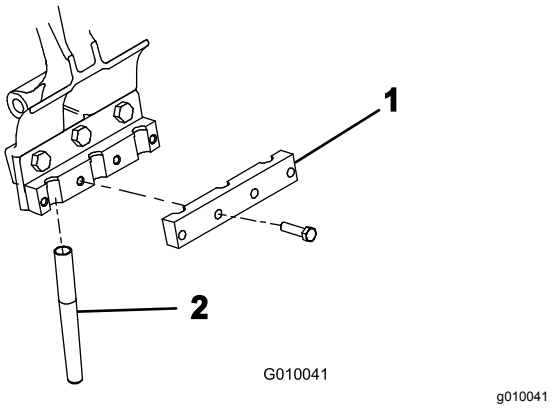

Figur 25
5. Monter en tineklemme løst på hver tineholder med 4 bolte (⅜ x 1½ tommer) (Figur 25). Tilspænd ikke boltene.